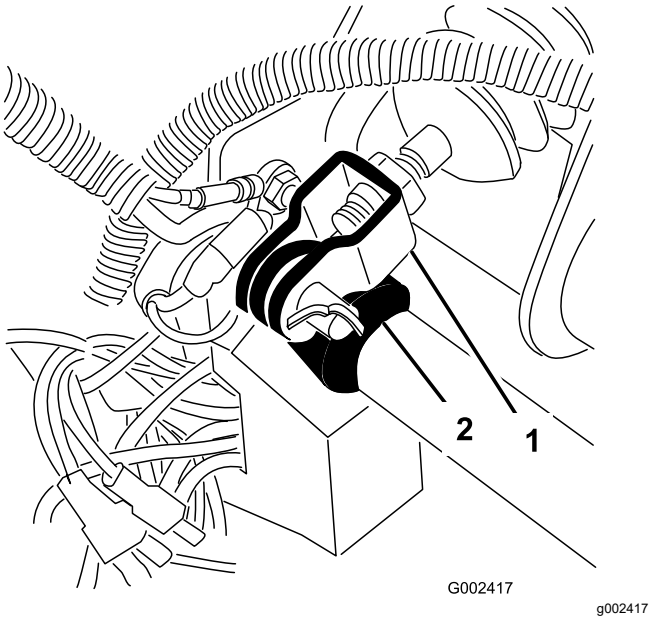

図 61
1. マスターシリンダのヨークをブレーキペダルのピボットに固定しているコッターピンとクレビスピンを取る図 61。